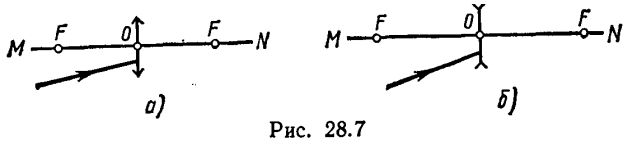

Рис. 28.7
5. На тонкую линзу падает луч света. Найти построением ход луча после преломления его линзой: а) собирающей (рис. 28.7, *а);* б) рассеивающей (рис. 28,7 б). На рисунке: О — оптический центр линзы; F — главный фокус.